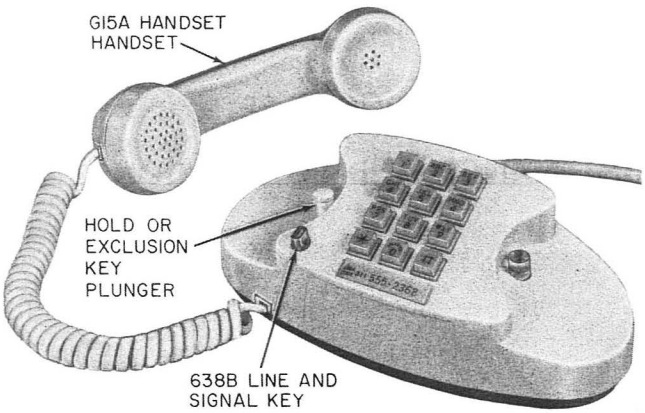

Fig. 3—▶2713BM Telephone Set◀
2.02 The 2713B (MD) or 2713BM telephone set (Fig. 3) is equipped with a combination 2-line pickup ▶key which when depressed can be used as a signal key. [Signal feature does not come factory wired for use (Fig. 15 and 16).] The white switchhook plunger when lifted will mechanically hold either line at that telephone.◀.
- ***Line and Signal Key:*** 2713B (MD) or BM set—permits line selection by turning, signaling by depressing (Fig. 3 and 6).
- ***Hold Key Plunger:*** 2713B (MD) or BM set—provides for mechanical hold on either or both nonselected CO line (Fig. 3).